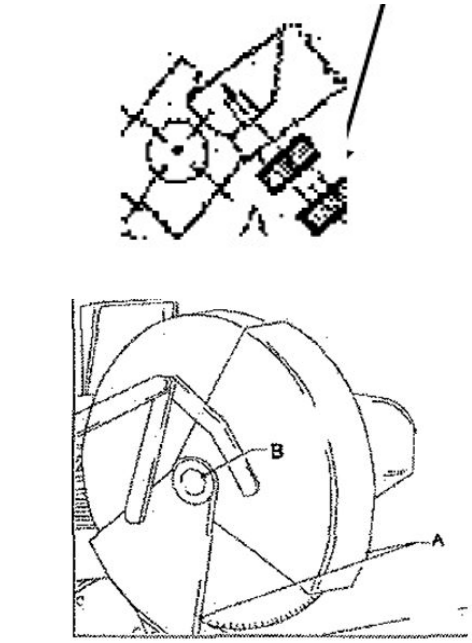

Abb. 12: Montage des Sägeblattes
Schritt 1: Stellen Sie den Hauptschalter auf Aus. Bringen Sie den Sägekopf in die obere Position. Öffnen Sie die Schutzvorrichtungen (Abb. 12 A).
Schritt 2: Lösen Sie die Innensechskantschraube M8 der Sägespindel (Abb. 12 B) und entfernen Sie den Sägeflansch.